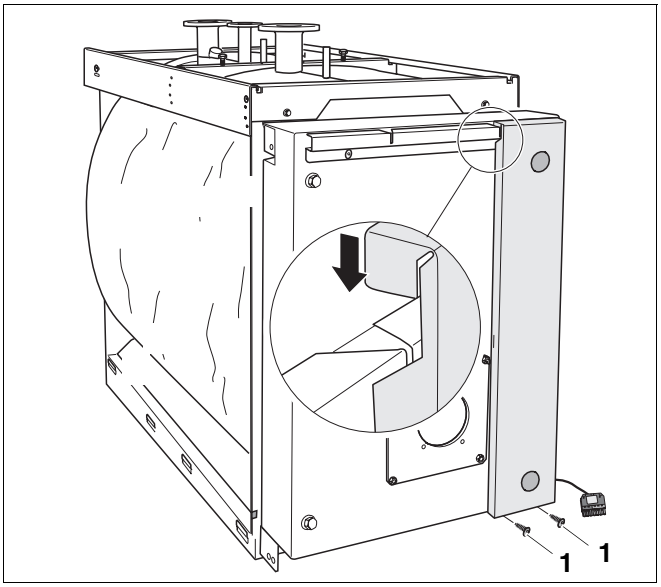

Fig. 27 Montaggio della copertura di destra
- Agganciare la copertura di destra in alto nella traversa e fissarla in basso con 2 viti M5×10 (fig. 27, **pos. 1**).